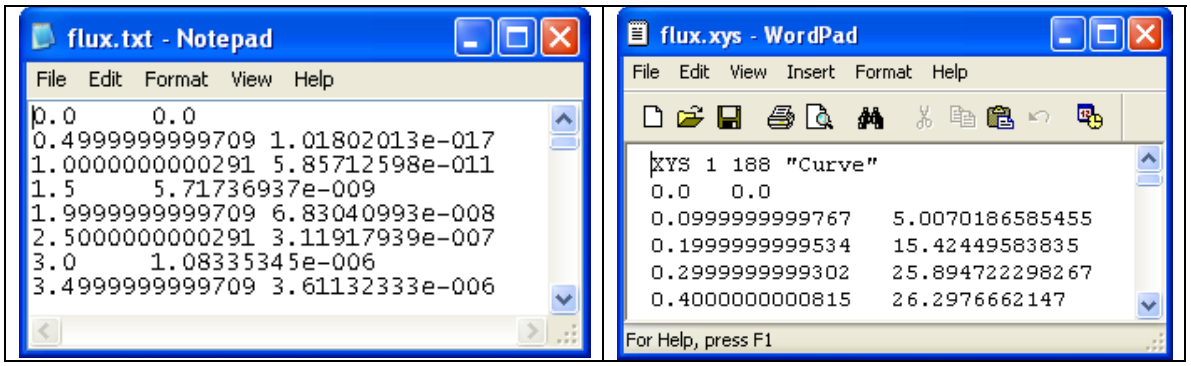

Fig 63: Examples of *.txt or *.xys files with extracted sediment transport time series.
2. From the *View Values* window, select the data from the data and copy-paste it to a text editor such as Wordpad. Note the number of rows in the dataset by looking at the id number of the last row in the *View Values* window. Save the file with the extension **.txt* (see Figure 63). The data may also be saved as an *.xys file (SMS xy seris file). In this case, the file needs a header as shown in Figure 63, where the second entry is a file id, the third entry is the number of time steps, and the last entry is a name for the time series.